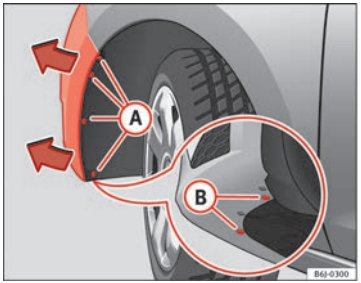

Fig. 171 Fog light: access to the connector and to the light bulb holder
– Remove the 4 screws (A) ⇒ Fig. 171 from the inside of the wheel housing and the 2 bottom screws (B) ⇒ Fig. 171 from the bumper using a screwdriver.